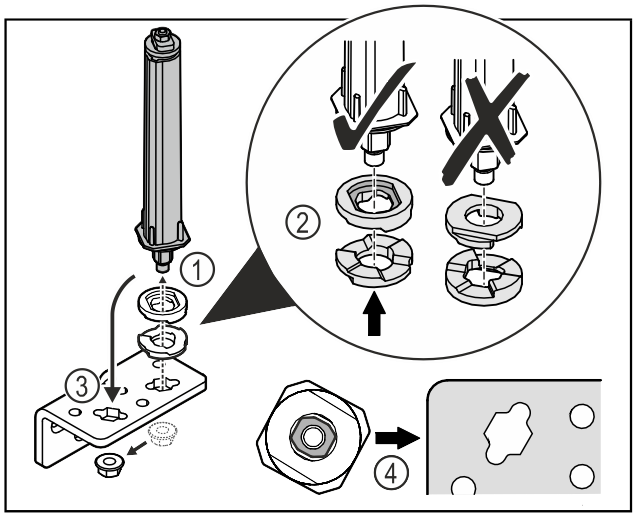

Fig. 26
- ▶ Mutter lösen und Türschließsystem entfernen *Fig. 26 (1)*.
- ▶ Auf die korrekte Ausrichtung der Höhenverstellscheiben achten *Fig. 26 (2)*.
- ▶ Türschließsystem im Scharnierwinkel umsetzen und mit der Mutter fixieren *Fig. 26 (3)*.
- ▶ Beim Einsetzen auf die korrekte Ausrichtung des Türschließsystems achten *Fig. 26 (4)*.